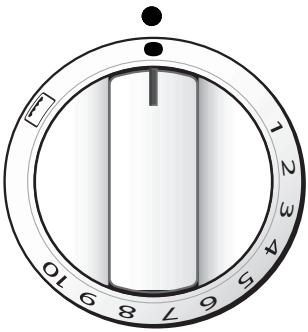
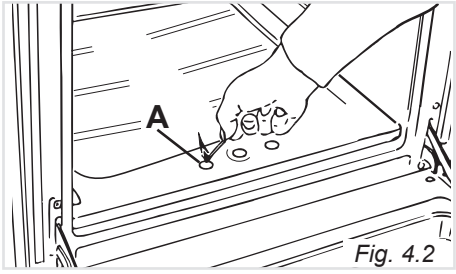
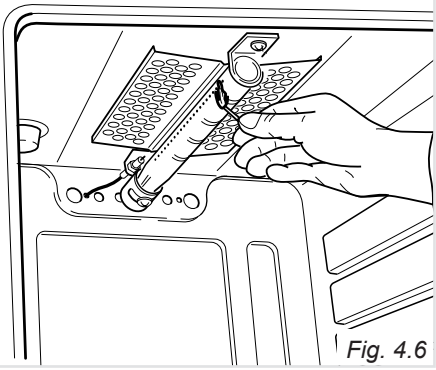

Fig. 4.1
Fig. 4.2
Fig. 4.6
To regulate the temperature, make the chosen number of the knob (fig. 4.1) match with the indicator on the control panel.
2. Approach a flame to hole "**A**" (fig. 4.2).
3. Press in the oven control knob and turn counter-clockwise to position **10** (figs. 4.1, 4.3).
2. Press the button marked with a star symbol (fig. 4.4) and keep pressed until the oven burner ignites. Press in the oven control knob and turn counter-clockwise to position **10** (figs. 4.1, 4.3). Keep the knob pressed. To light the oven burner manually, approach a flame to the hole '**A**' of the oven floor (fig. 4.2).
2. Apply a flame to pipe of the grill burner, as shown in fig. 4.6.
3. Press in the oven control knob and turn clockwise to the position marked by the symbol ▭ (figs. 4.1, 4.7).
2. Press the button marked with a star symbol (fig. 4.4) and keep pressed until the grill ignites. Press in the oven control knob and turn clockwise to the position marked by the symbol ▭ (figs. 4.1, 4.7). Keep the knob pressed. In case of mains failure, press the knob firmly and put a lit match or taper to the pipe of the burner (fig. 4.6).